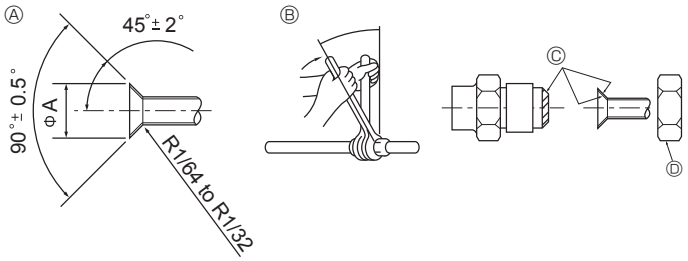

Fig. 4-1
4.2. Tubos de conexió (Fig. 4-1)